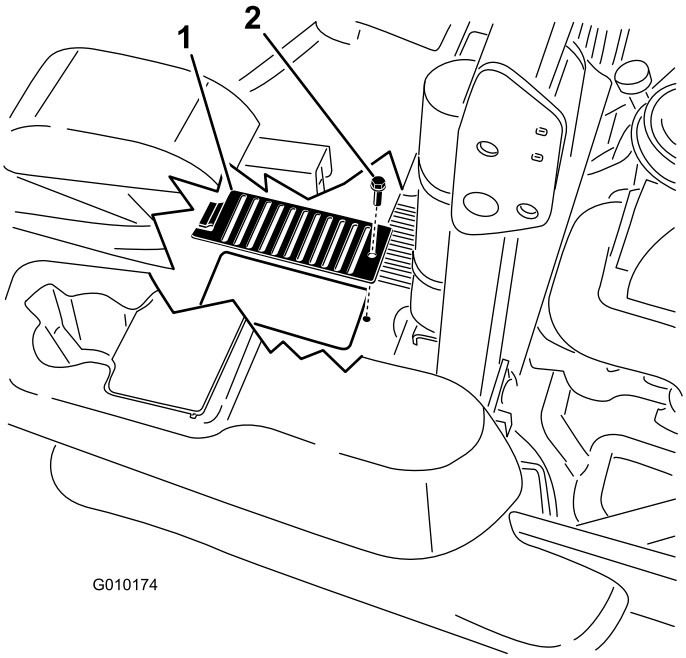

Figur 74
6. Fjern bolten og dækslet, og rengør omkring hver målepind og hydraulikenhed (Figur 74).